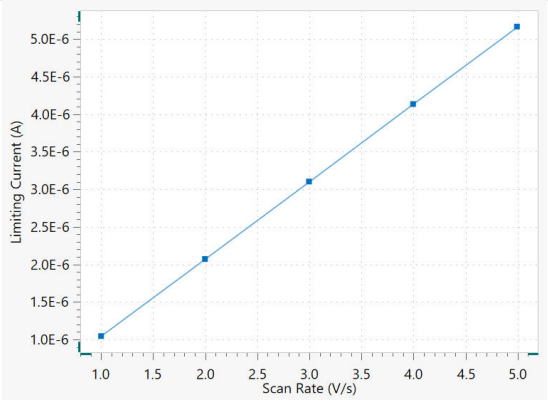

Figure 4. Limiting current versus scan rate of each scan of Figure 3.
The coefficient of proportionality is the capacitance *C* (F). This is shown in **Figure 4**, where the limiting current of each linear scan in **Figure 3** is plotted against the scan rate.